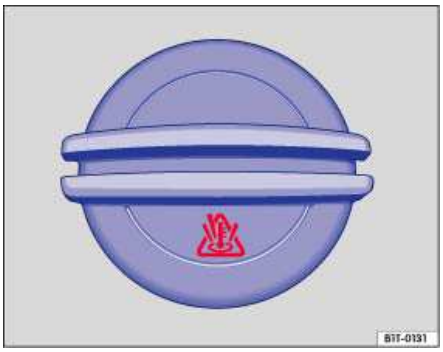

Fig. 146 Coolant expansion tank cap in the engine compartment.
- There is a) symbol on the cap of the engine coolant expansion tank ⇒ fig. 146.